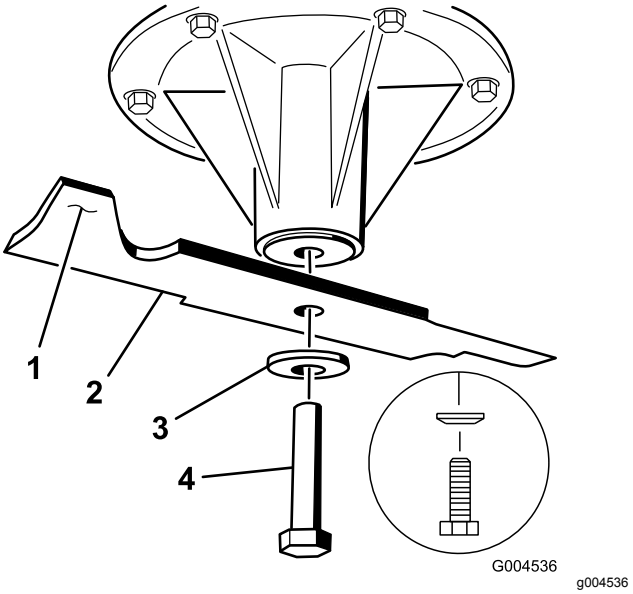

Rysunek 106
1. Zamontuj ostrze na wale wrzeciona (Rysunek 106).
2. Zamontuj podkładkę sprężystą tarczową i śrubę ostrza (Rysunek 106).
Informacja: Stożek podkładki sprężystej musi być skierowany w stronę łba śruby (Rysunek 106).